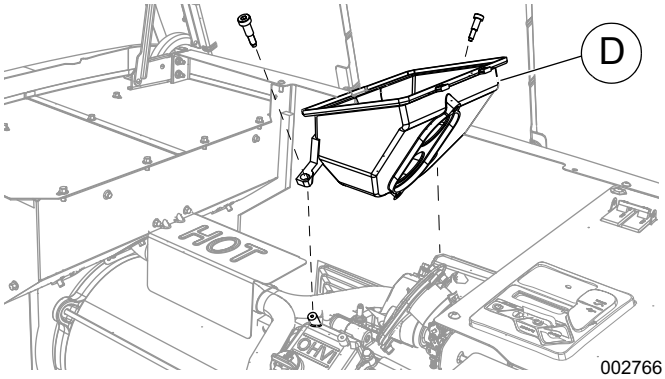

Figure 7. Removing the Airbox Base (11–22 kW)
2. See *Figure 7*. Unscrew and remove the airbox base (D).